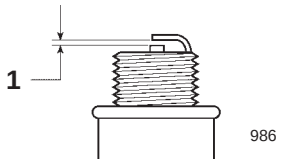

Figur 24
4. Ställ in gapet på det nya tändstiftet till 0,50 mm (figur 24).